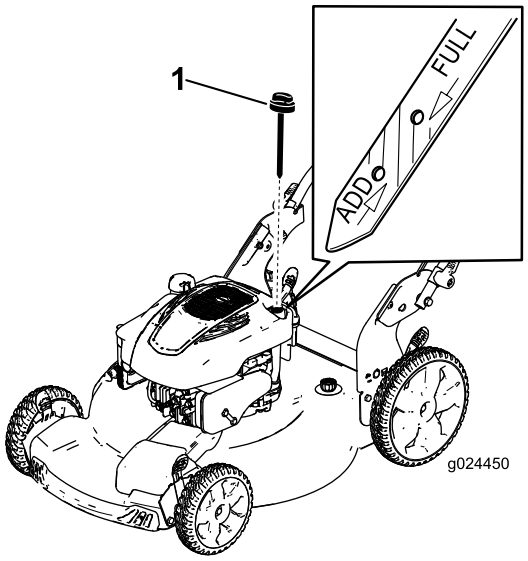

Figur 22
3. Fjern peilestaven (Figur 22).
10. Les av oljenivået på peilestaven (Figur 22).